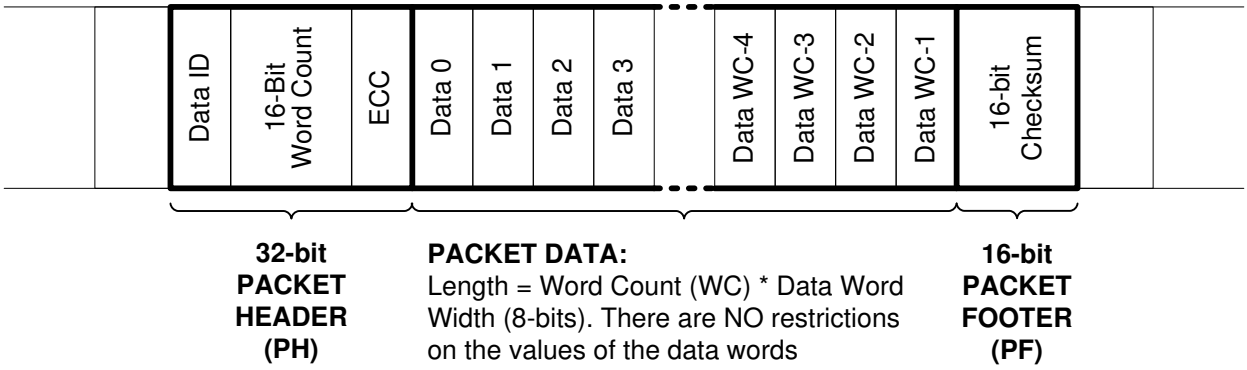

図 7-9. CSI-2 Long Packet Structure
A long packet consists of three elements: a 32-bit packet header (PH), an application-specific data payload with a variable number of 8-bit data words, and a 16-bit packet footer (PF). The packet header is further composed of three elements: an 8-bit data identifier, a 16-bit word count field, and an 8-bit ECC. The packet footer has one element, a 16-bit checksum. 図 7-9 shows the structure of a long packet.